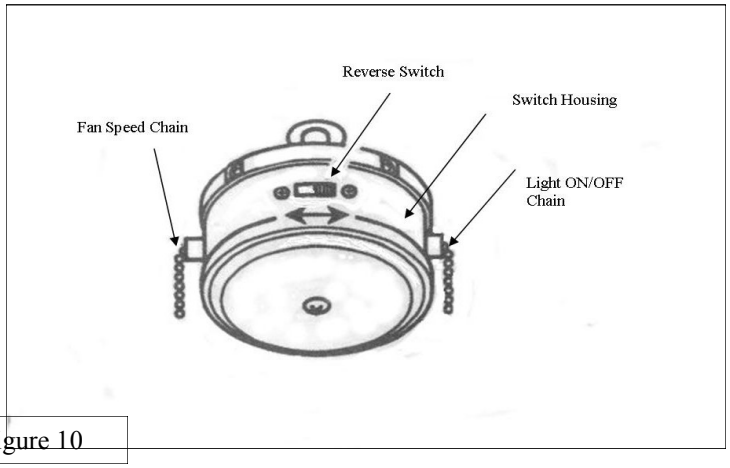

Figure 10
- Attach the decorative pull chain to the switch housing and adjust the reverse switch to select. *(figure 10)*